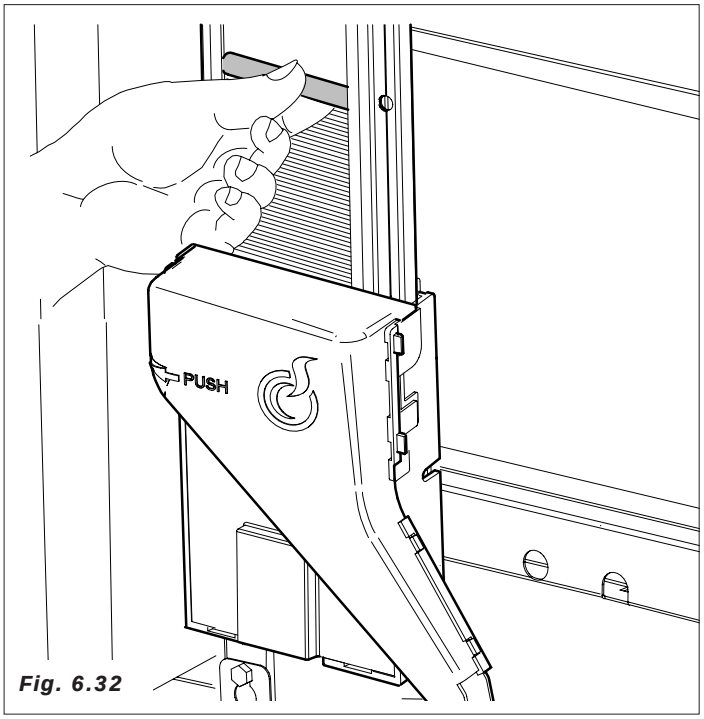

Fig. 6.32
– al completar la carga, colocar nuevamente el peso metálico *(Fig. 6.32)*.